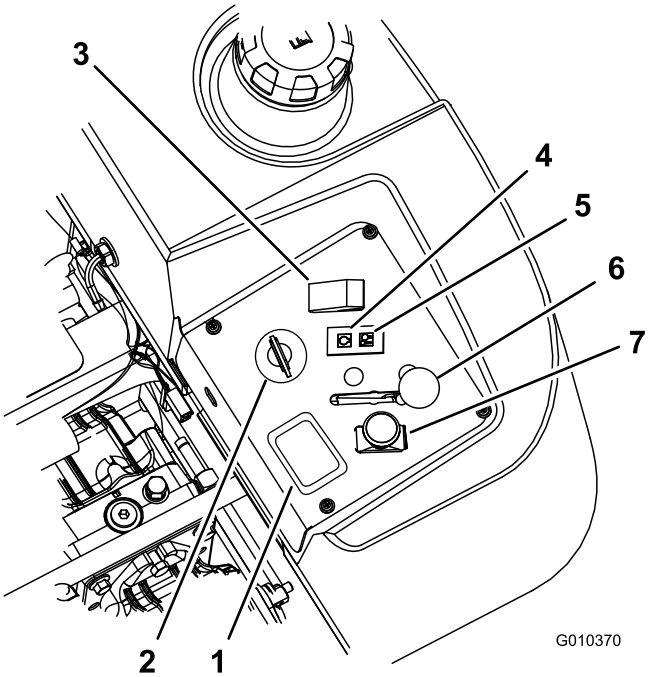

**Figuur 13**
4. Schakel de aftakas uit (Figuur 13).